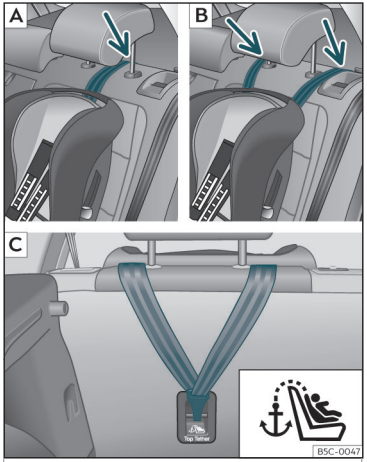
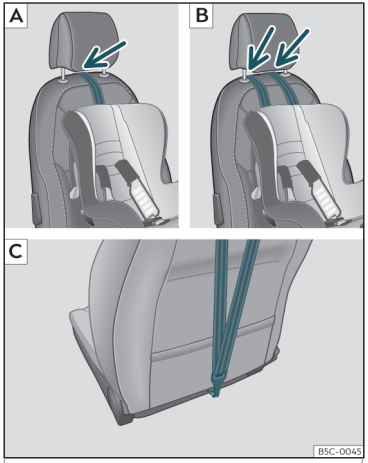

Fig. 29 Sedili posteriori: regolazione e montaggio in base alla cintura Top Tether.
Fig. 30 Sedile del passeggero anteriore: regolazione e montaggio in base alla cintura Top Tether.
- Posizionare la cinghia sotto il poggiatesta ››› **fig. 29** A o B, ››› **fig. 30** A o B (in base alle istruzioni del seggiolino, se necessario alzare o rimuovere il poggiatesta).
- Far scorrere la cinghia e fissarla correttamente al punto di aggancio della parte posteriore dello schienale ››› **fig. 29** C, ››› **fig. 30** C.